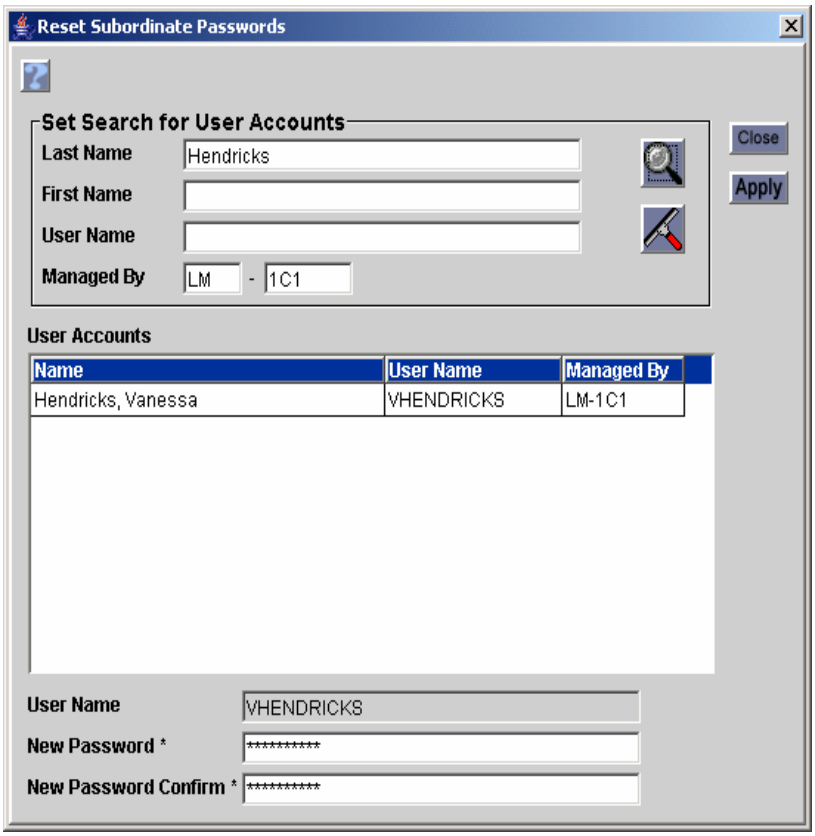

Figure 10. Reset password at subordinate center.
- A new 'Reset Subordinate Password' button (bottom of User Account screen) is used to reset passwords for accounts ***at any center that is subordinate to the Account Manager's current center*** (Figure 10). When reset by an Account Manager, the new password is not required to different than the last ten passwords.